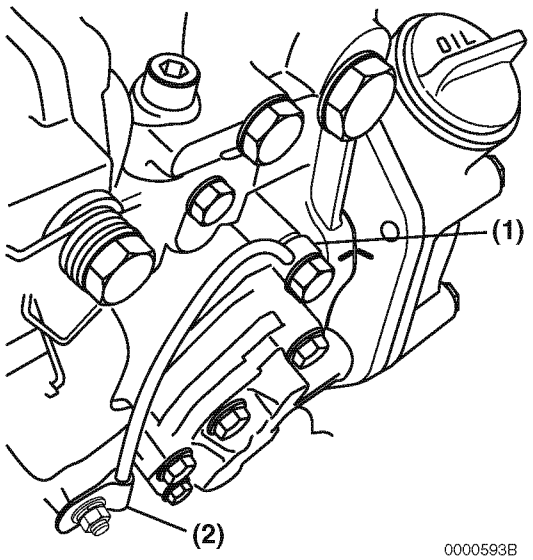

Figure 7-33
7. Reconnect the throttle linkage and the stop solenoid connector **(Figure 7-33, (2))**.
8. Reconnect the lube oil line **(Figure 7-33, (1))** and clamp **(Figure 7-33, (2))**.